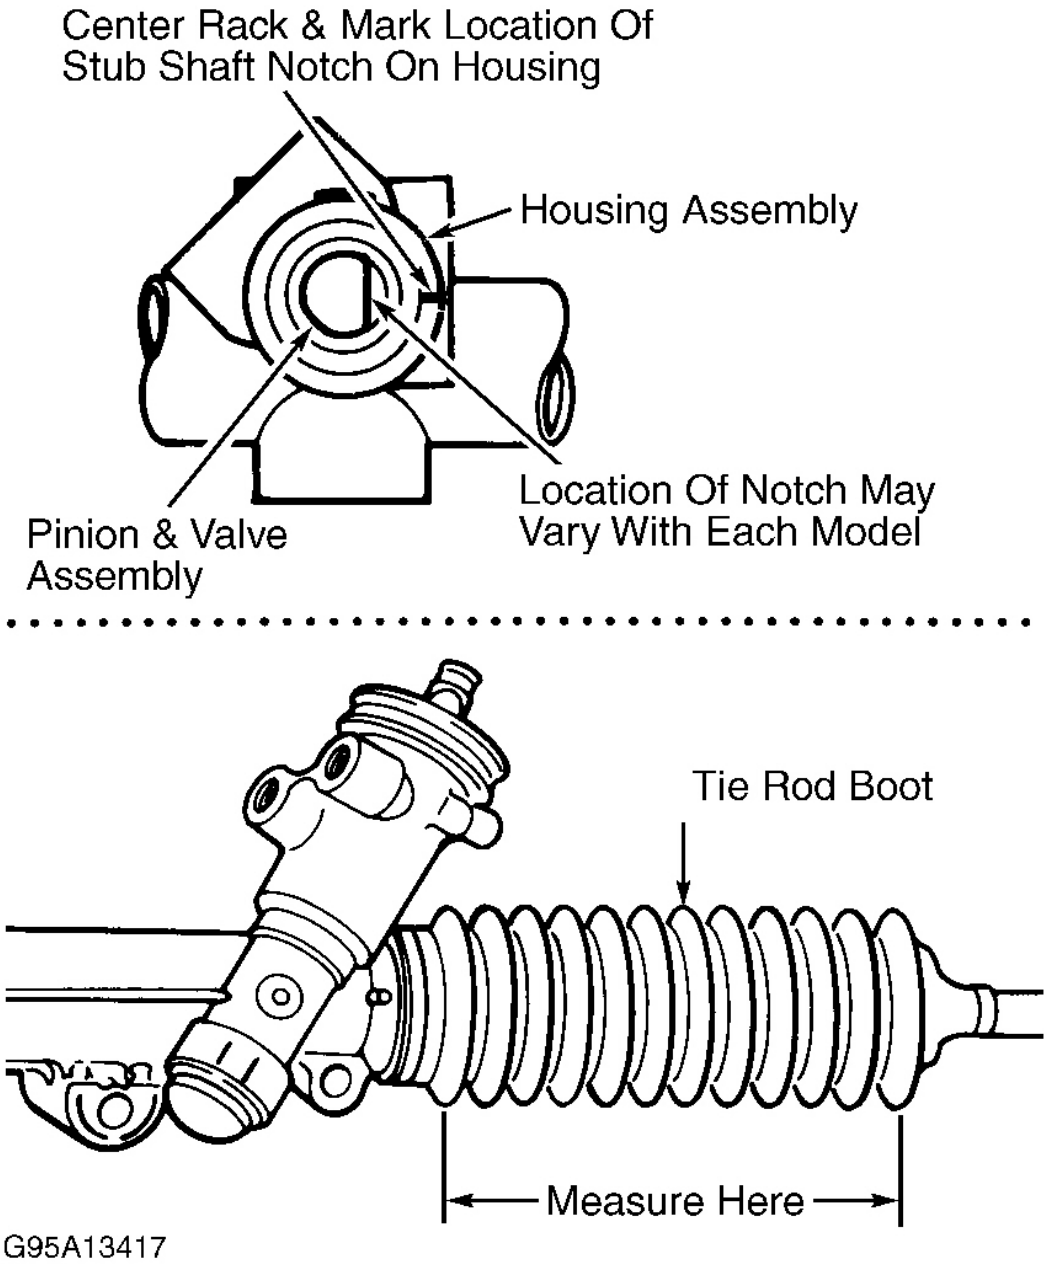

Fig. 10: Marking Housing & Measuring Tie Rod Boot For Reassembly Reference
2. Center rack in housing. For reassembly reference, mark location of stub shaft notch on housing, and measure distance between ends of tie rod boot. See **Fig. 10** .